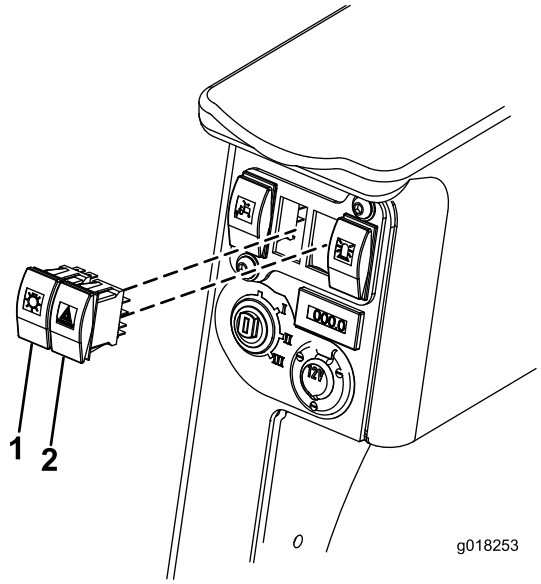

Bild 16
7. Schließen Sie den Lampen- und Warnblinkanlageschalter an den richtigen Anschluss an und drücken Sie den Schalter in das Loch (Bild 16):